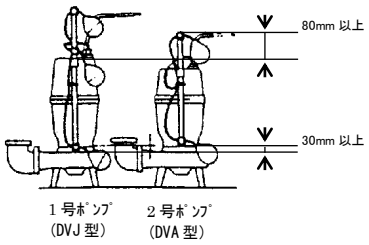

図 5
10) 自動交互形ﾎﾟﾝﾌﾟ(DVJ型)は、DVJ型とDVA型を組にしてはじめて自動交互運転が行われます。図5の通りにﾌﾛｰﾄの位置を設定してください。ﾌﾛｰﾄの位置関係が狂いますと正常な動作をしなくなる場合があります。